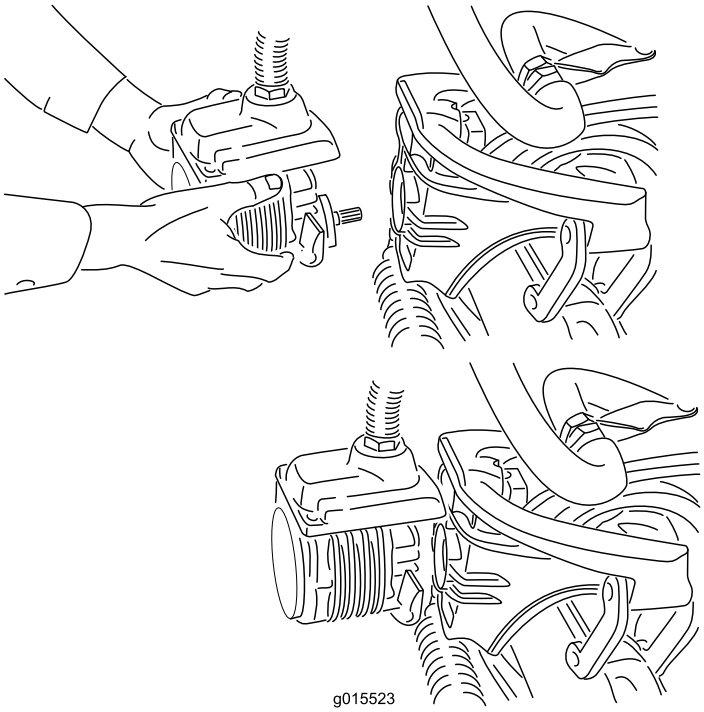

Figur 37
4. Flytta motorn till förvaringsutrymmet framför upphängningsarmen (Figur 37).